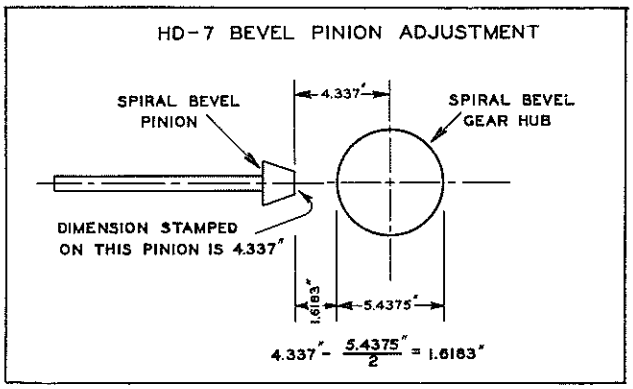

FIG. 15
This means the outer diameter of the hub flange to which the gear is bolted. Divide this measurement by 2 and subtract from the figure etched on end of pinion shaft, which is 4.337″. The result obtained is the distance that the end of pinion shaft should be from bevel gear hub flange. See Fig. 15.
d. Now set inside micrometers to 1.6183 and set pinion shaft as in Fig. 15 by adjusting shims under bearing cap at front end of bevel pinion shaft.